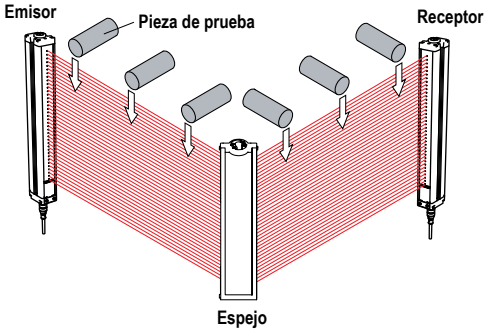

Imagen 29: Prueba de Restablecimiento Automático con Espejo de Esquina
5. Si se utilizan espejos en la aplicación: Pruebe el área definida en cada pata de la trayectoria de detección (por ejemplo, emisor a espejo, entre espejo y receptor, vea *Imagen 29* página 38).